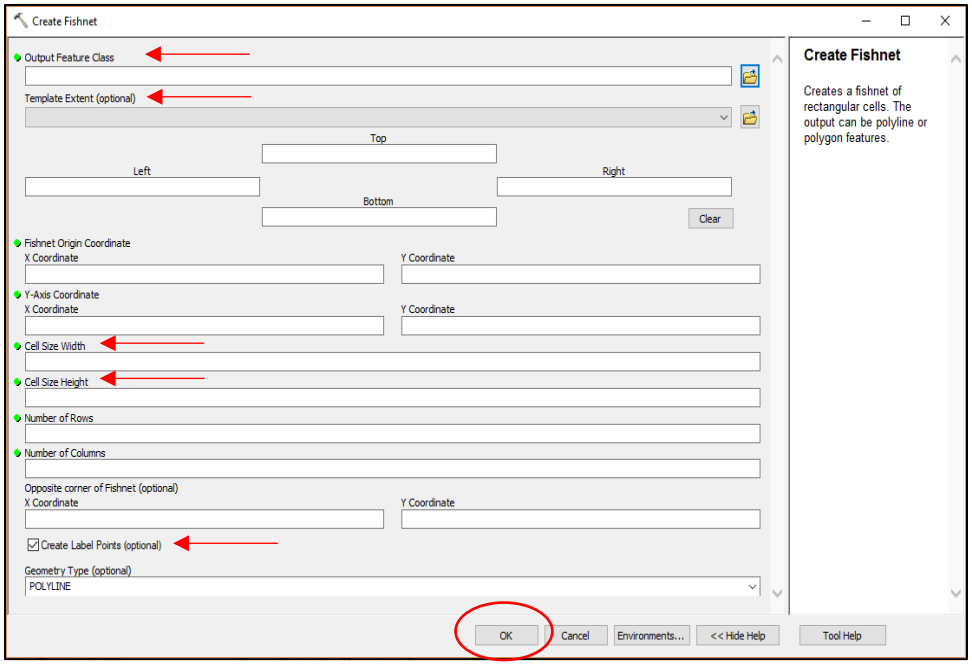

Figure 9. Configuring Grid of Plot Locations
1.2.2 After selecting [Create Fishnet], the following box will appear (Figure 9).